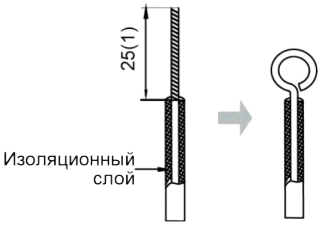

Рис. 13.
1. Подключение кабеля с цельными жилами (как показано на рис.13):